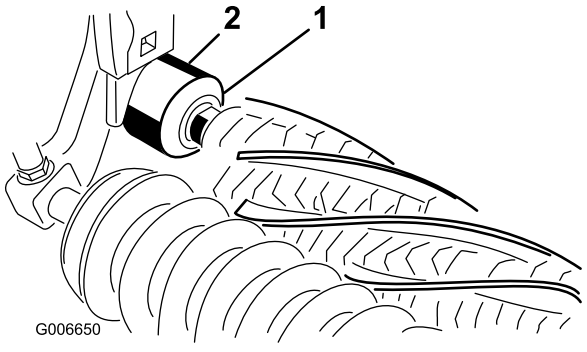

Figur 10
19. Kontroller, at tætningskanten på de enkelte pakninger er i let kontakt med hvert lejehus (Figur 10).